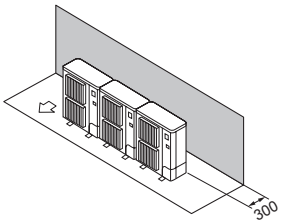

Fig. 2-13
① Obstacles uniquement à l'arrière (Fig. 2-13)